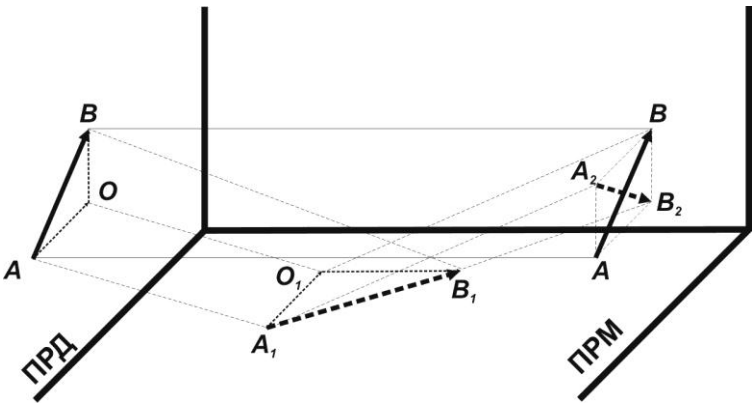

Рис. 6.1
6.1.1 Принцип работы извещателя запатентован («Радиоволновой способ обнаружения объектов», Патент РФ №2348980) и основан на обнаружении нарушителя по вызываемому им изменению параметров соответствующим образом поляризованного электромагнитного поля. Плоско поляризованное электромагнитное поле (ЧЗ) формируется между БПРД и БПРМ в виде вытянутого эллипсоида вращения, причем вектор поляризации **АВ** (см. рис. 6.1) формируется под углом ≈45° по отношению к прилегающим поверхностям (земле, заграждению и т. п.). Отраженные от поверхностей волны (вектор $\mathbf{A_2B_2}$) попадают на антенну **ПРМ** под углом ≈ 90° по отношению к ее собственному вектору поляризации **АВ**.В результате вклад отраженного сигнала в суммарный сигнал на выходе приемной антенны **ПРМ** ничтожно мал. При пересечении ЗО нарушителем происходит изменение параметров поля. Причем отраженные от прилегающих поверхностей волны вторично отражаясь от нарушителя, попадают на приемную антенну **ПРМ** под углом ≈ 0° по отношению к ее собственному вектору поляризации **АВ**. В результате вклад вторично отраженного сигнала в суммарный сигнал на выходе приемной антенны **ПРМ** значителен. Ввиду того, что сигнал, излученный БПРД и отраженный от заграждения или нарушителя невидим для БПРМ, ЗО формируется другим образом. Для того, чтобы «стать видимым», сигнал от БПРД должен отразиться от объектов четное число раз. Чем ближе ось ЧЗ (линия межу цен-